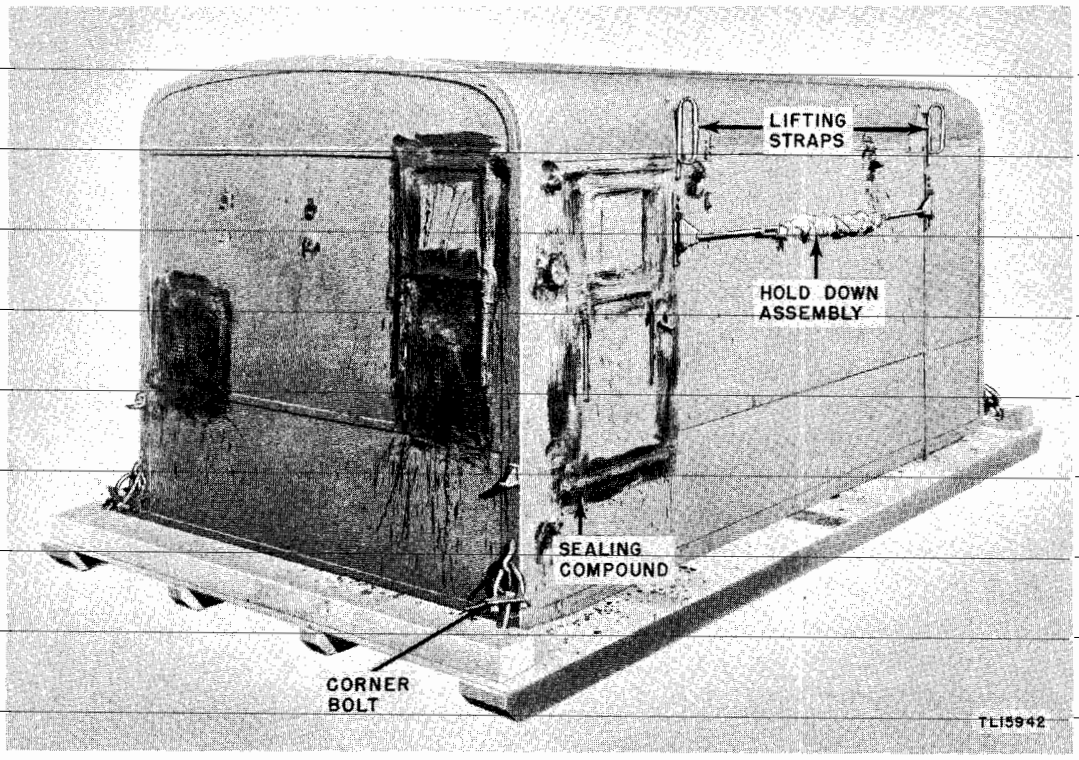
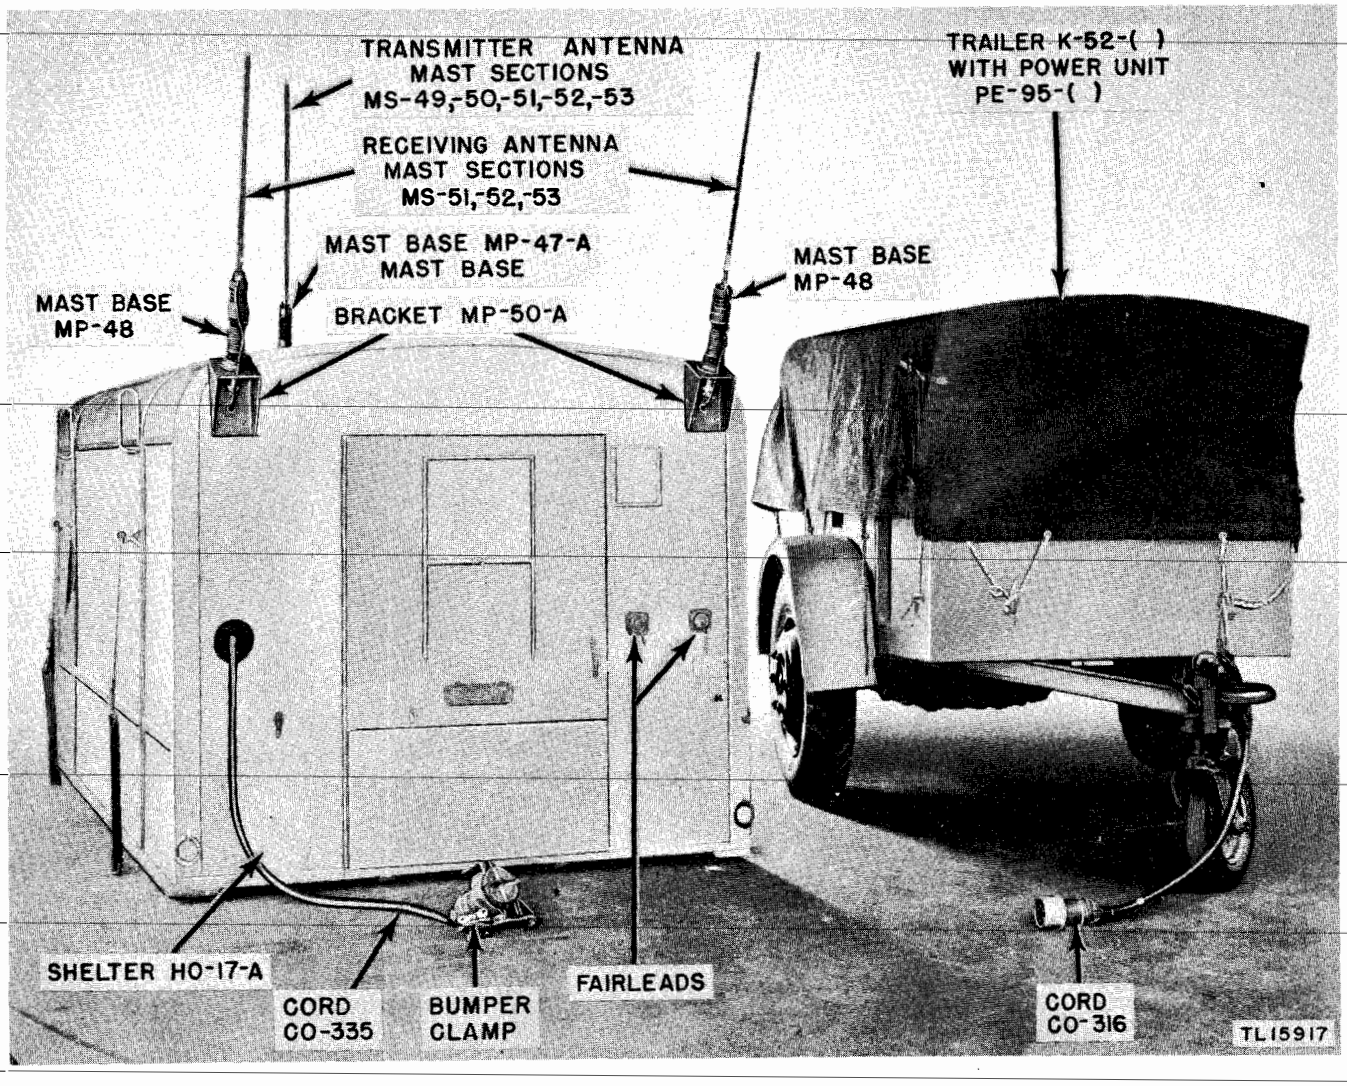

Figure 23. Shelter HO-17-A on shipping crate platform.
Figure 26. Shelter HO–17–A and Trailer K–52–( ), whip antennas, Cord CO–335, and Cord CO–316 installed.
(6) Remove the four corner bolts to free the shelter from the crate platform. (See fig. 23.)
(1) Remove the canvas cover, roof bows, and side framing from the truck; drop the tail gate.
(2) With all equipment installed, the shelter weighs about 2¼ tons. If a suitable hoist is available, lift Shelter HO–17–A by its four lifting straps (fig. 23) and place it on the truck body so that the entrance door is toward the rear. If no hoist is available, some other method must be devised for raising the shelter to truck level and sliding it on to the truck. This work is easier if the heavy items of radio equipment are first removed from the shelter, as explained in paragraphs 189 and 190.
(3) Attach the hold-down clamps (two on each side of the shelter) to the truck body sides to hold the shelter firmly in place. If the cargo truck has a wooden body, bolt on the four clamp anchors. (See *Parts List for Shelter HO–17–A*.)
(4) Place Antenna Tuning Unit BC–939–A on top of the transmitter and fasten it in position.
(5) Bolt Mast Base Brackets MP–50–A with Mast Bases MP–48 to the rear of the shelter. (See fig. 26.) Attach the short external lead wire between the mast bases and the lead-in bushings. Bolt Mast Base MP–47–A in place on the roof of the shelter and attach the antenna lead wire between the binding post on the mast base and the binding post at the rear of Antenna Tuning Unit BC–939–A. For information on assembling the antennas, see paragraph 33.
(6) Attach the bumper bracket for Cord CO–335 to the left-hand bumper at the rear of the truck. Do not drill holes in the truck. If the truck body is wooden, chip a small amount of
(7) Extend Cord CO–335 through the hole and clamp in the rear of the shelter. Bring the outer plug down behind the truck body and clamp it into the bumper bracket. (See figs. 26 and 27.)
a. Select the following items from Chest CH–89–A. (1) One Mast Section MS–49.
(2) One Mast Section MS–50.
(3) One Mast Section MS–51, to which a metal S-link has been attached (for guying down the transmitter antenna).
(4) Two Mast Sections MS–51.
(5) Three Mast Sections MS–52.
(6) Three Mast Sections MS–53.
(7) Insulated guy ropes for the transmitting antennas.
(8) Two insulated guy ropes for the receiving antennas.
b. Assemble the transmitting antenna (fig. 26) as follows:
(1) Screw Mast Section MS–49 into Mast Section MS–50. Use two pairs of gas pliers to tighten the connection. Tape the joint with ½-inch friction tape.
(2) Repeat this procedure with Mast Sections MS–51, MS–52, and MS–53.
(3) Carry the guy rope and the assembled antenna sections onto the shelter roof, and screw Mast Section MS–53 into Mast Base MP–47–A.
(4) Attach the catches at the rope end of each guy rope to the holes in the corners of Mast Base Brackets MP–50–A.
(5) With hand outstretched at shoulder height, stand at the center of the roof and bend the antenna backwards to a horizontal position.
(6) Hold the antenna down in this position, walk to the rear of the roof, and with the other hand pick up the insulator end of the guy rope and attach it to the S-link on Mast Section MS–51.
c. Assemble the left-hand receiving antenna (fig. 26) as follows:
(1) Screw Mast Section MS–51 into MS–52. Use two pairs of gas pliers to make the connection tight. Tape the joint with ½-inch friction tape.
(2) Screw Mast Section MS–53 into Mast Section MS–52.
(3) Screw Mast Section MS–53 into Mast Base MP–48 on the left rear corner of the shelter.
d. Assemble the right-hand receiving antenna by repeating steps *c*(1) and (2) above. Screw the assembled sections into Mast Base MP–48 on the upper right rear corner of the shelter.